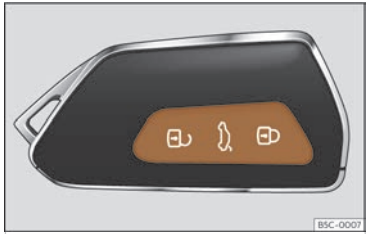

Fig. 77 Remote control key: buttons.
- Lock: press the button >>> Fig. 77.